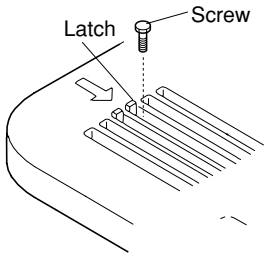

**Fig. 9-3**
(1) Remove the air-intake grille and air filter from the ceiling panel. (Figs. 9-3, 9-4 and 9-5)
a) Remove the 2 screws on the latch of the air-intake grille. (Fig. 9-3)